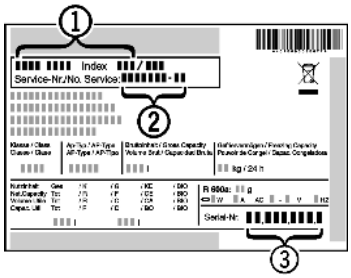

Fig. 20
- ▶ Označení přístroje *Fig. 20 (1)*, servisní číslo *Fig. 20 (2)* a sériové číslo *Fig. 20 (3)* naleznete na typovém štítku. Identifikační typový štítek je umístěn na levé vnitřní stěně přístroje.
- ▶ Informujte zákaznický servis a sdělte poruchu, označení přístroje *Fig. 20 (1)*, servisní číslo *Fig. 20 (2)* a sériové číslo *Fig. 20 (3)*.